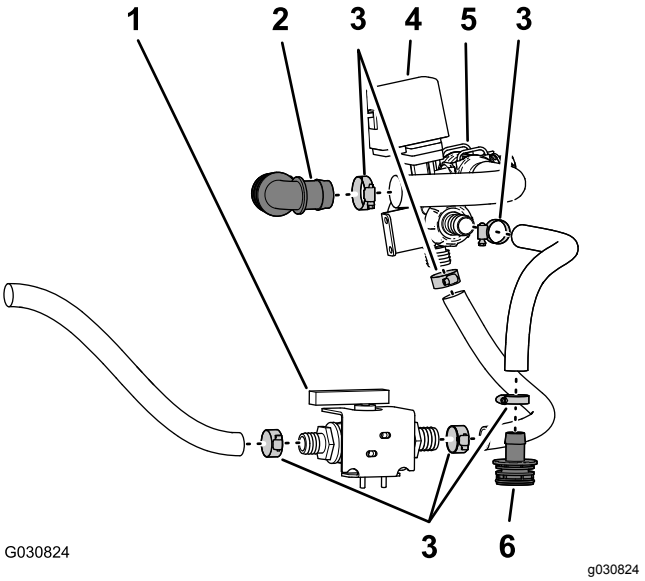

Figur 70
1. Ta bort slangklämmorna som håller fast slangen mellan kulventilen och omrörningsventilens nedre del (Figur 70).
2. Ta bort slangklämman som håller fast slangen på kulventilens andra ände (Figur 70).
3. Ta bort den slangklämma som håller fast 90-graderskopplingen med hulling på slangen från överströmningsventilen (Figur 70).
4. Lossa slangklämmorna som håller fast slangen mellan den raka hullingförsedda kopplingen och omrörningsventilen (Figur 70).